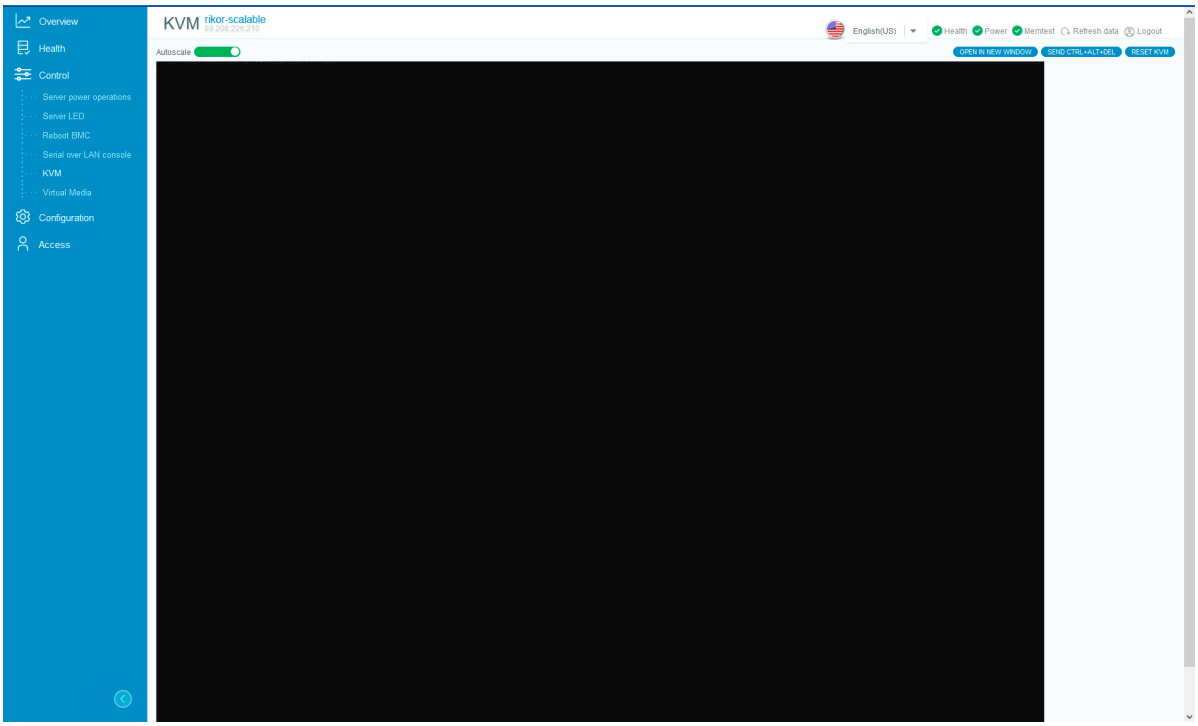

Рис. 86. Окно «KVM»
6) Пройдите во вкладку «Control» → «KVM» в данной вкладке осуществляется удаленное управление BIOS. Окно показано на рис. 86 Окно «KVM»